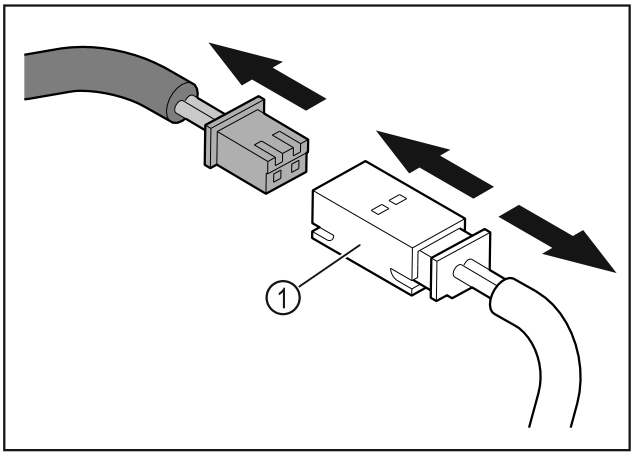

Fig. 10
▶ Decuplați fișa și cuplajul fișelor *Fig. 10 (1)*.